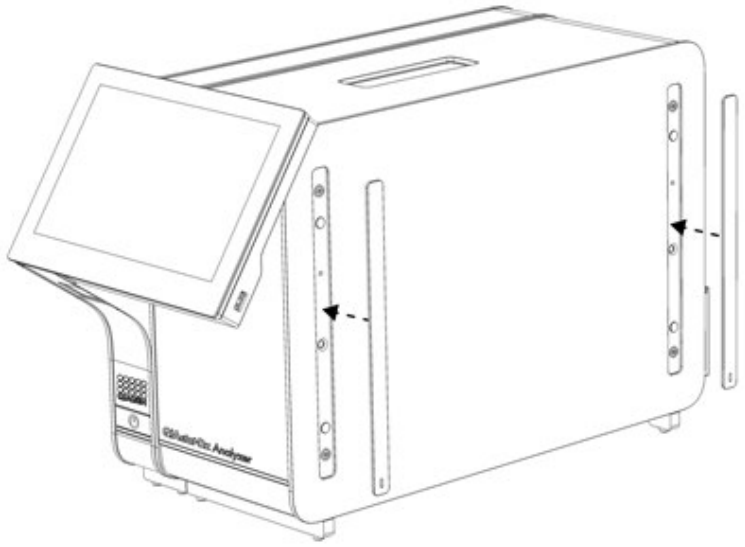

Figur 7. Feste beskyttelsesdekslene igjen.
4. Sett tilbake beskyttelsesdekslene på siden av den analytiske modulen (figur 7).